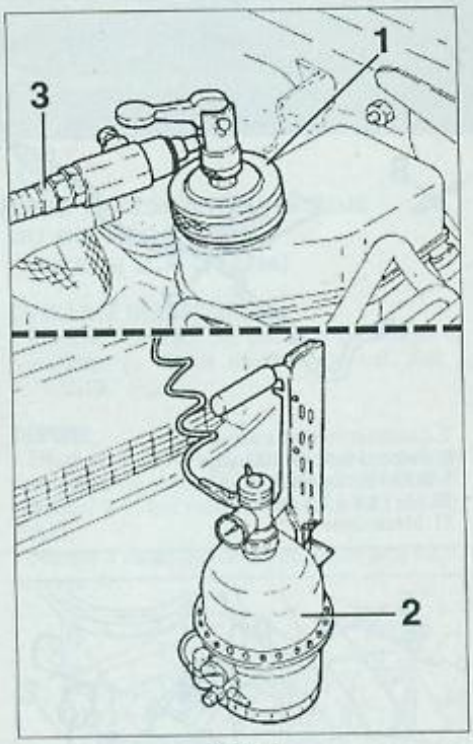

FIG. 10
• Retirer le bouchon du réservoir de compensation des freins et visser l'adaptateur (1) de l'appareil (2) à la place (Fig.10).
• Brancher la canalisation (3) de pression de l'appareil de purge (2) sur l'adaptateur.